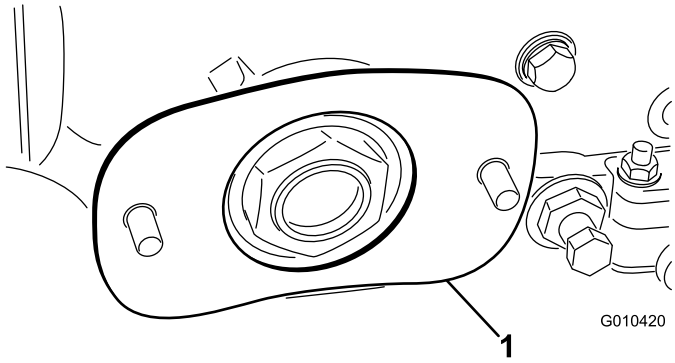

Figura 5
8. Inserite uno spessore sui bulloni, posizionandolo come mostrato nella Figura 5.